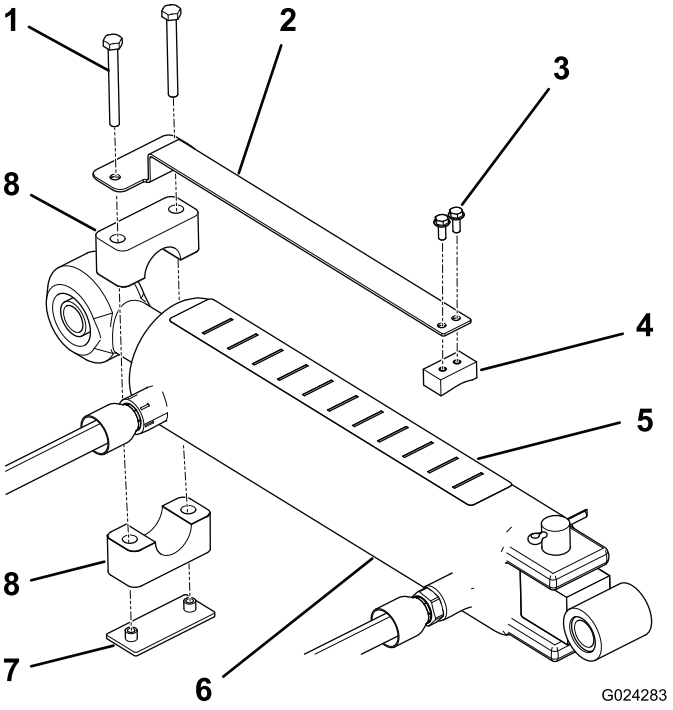

Rysunek 9
1. Zamontuj wskaźnik głębokości do płaskiej strony kostki przesuwnej używając dwóch śrub nr 10 x 1/2 cala, ustawiając elementy jak na Rysunek 9.
2. Używając obejmy do rur, płyty z gwintowanymi tulejami i dwóch śrub 1/4 x 2 1/2 cala luźno zamocuj wskaźnik głębokości do tłoczyska siłownika górnego łącznika (Rysunek 9). Upewnij się, że obejmy są wystarczająco poluzowane, aby umożliwić ich obrót do pożądanego położenia.
4. Zamocuj etykietę głębokości do górnej powierzchni siłownika w miejscu, w którym będzie widoczna dla operatora i nie będzie kolidować z przewodami hydraulicznymi lub w inny sposób przeszkadzać w działaniu (Rysunek 9). Koniec etykiety z literą „J” powinien być skierowany w stronę aeratora.